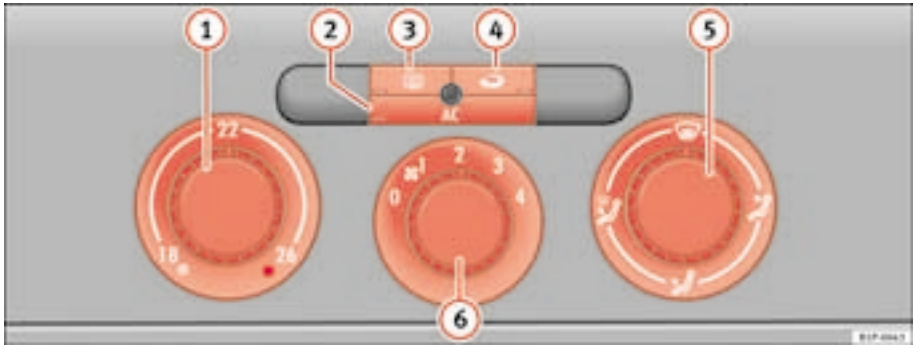

Fig. 105 On the dash panel: Climatic controls
– Using the controls ⇒ fig. 105 (1) and (5) and the control (6) you can set the temperature, air distribution and the turbine speed.
– To switch a function on or off, press the appropriate button (2), (3) or (4). When the function is activated, the display window in the lower corner of the button is lit.
(1) Temperature selector ⇒ page 143
(2) Button AC – Heating, ventilation and air-conditioning system on/off ⇒ page 143
(3) Button – Rear window heating. The heating will be switched off automatically approximately *20 minutes* after switching on. It can also be switched off beforehand by pushing the button.
(4) Button – Air recirculation mode ⇒ page 144
(5) Air distribution control ⇒ page 143
(6) Blower switch. There are four speed settings for the air flow. The air flow should always be set at the lowest speed when driving slowly.
– Switch on the air conditioner using the button ⇒ page 142, fig. 105 AC.